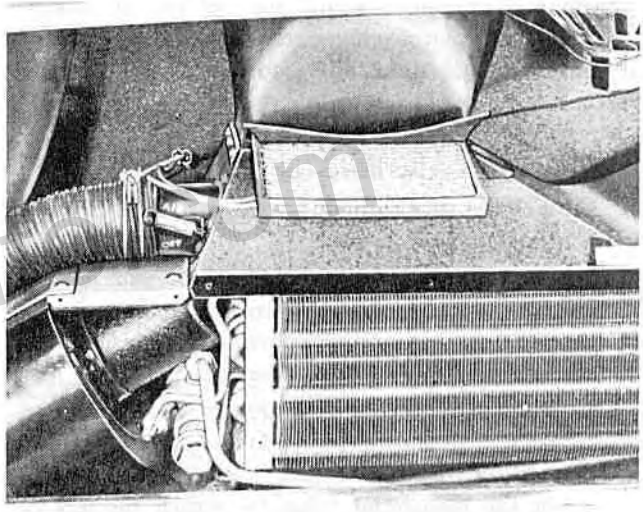

Figure 28—Air Filter Partly Withdrawn
2. Lift up the lower edge of the duct or boot and slide out the air filter. See figure 28.